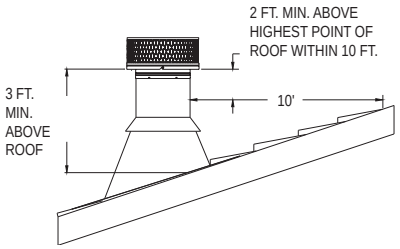
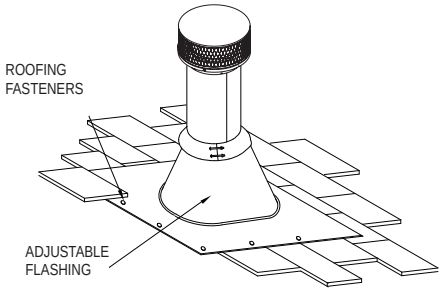

Figure 1
Figure 12
The National Fire Protection Association Standard #211 states: "Chimneys shall extend at least three feet above the highest point where it passes through the roof of a building, and at least two feet higher than any portion of a building within ten feet." *(Fig 1)* 10"-16" diameter DuraTech Chimney may be installed up to 40 feet high when using a Support Box, and up to 30 feet high when using a Tee Support. DuraTech in 18"-24" diameters is intended to be mounted directly to an appliance or masonry fireplace, and is limited in height by the allowable weight of the supporting surface, up to a maximum of 60-ft. If the chimney extends more than 4 feet above the roof, an Extended Roof Bracket must be used. Due to the overlap of the joints, subtract 3/4" from each Chimney Section's height to calculate installed height.
remains vertical (use a level), and that at least a 2-inch clearance to combustible materials is maintained all around. Install the upper edge of the Flashing under the roofing. Nail to the roof along the upper edge and down each side with 1-inch roofing nails. Do not nail the lower edge of the Flashing *(Fig 12)*. Be sure to follow local building practices, as needed. Seal all nail heads with a non-hardening waterproof sealant. On flat or tarred and graveled roofs, nail and seal the Flat Roof Flashing to the roof on all sides with roofing compound. Do not put screws through the Flashing into the Chimney Pipe.
11. Finish Top: Apply a non-hardening waterproof sealant around the chimney at the point where the Storm Collar will meet the chimney just above the Flashing, and also along the vertical seam of the chimney pipe, where it is exposed to the weather *(Figures 12 and 13)*. Slide the Storm Collar down over the chimney to the top of the Flashing. Tighten the bolts of the Storm Collar and seal the Storm Collar against the sealant. After installing sufficient Chimney Sections to meet the height requirement as shown in *Figure 1*, attach the Chimney Cap onto the top of